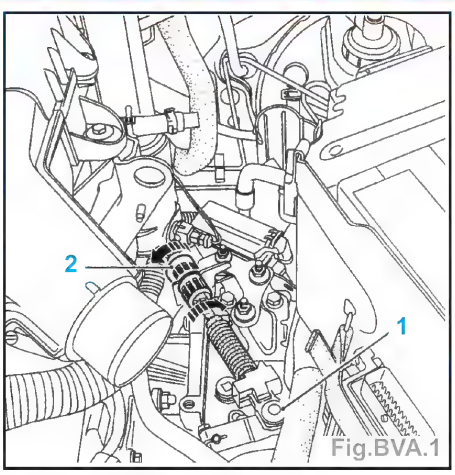

Fig.BVA.1
- la rotule (1) du câble de **CMF** (contacteur Multifonction) (Fig.BVA.1),
- le câble (2) de CMF en déverrouillant l'arrêt de gaine.